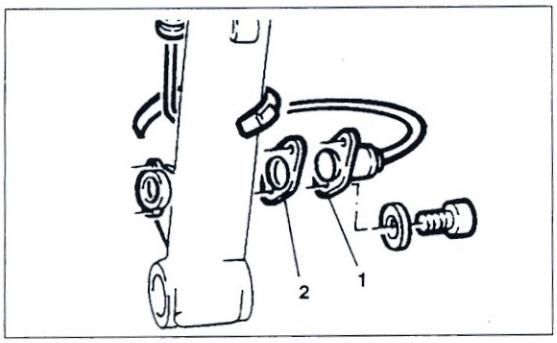

Bild 47
- Prallplatte nach Ausdrehen der Befestigungsschrauben nach hinten legen (Bild 47).